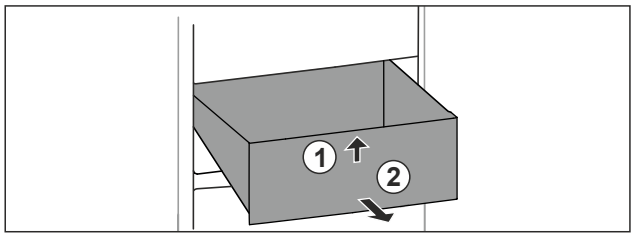

Fig. 84
- ▶ Paceliet atvilktni no priekšas. *Fig. 84 (1)*
- ▶ Izņemiet atvilktni virzienā uz priekšu. *Fig. 84 (2)*